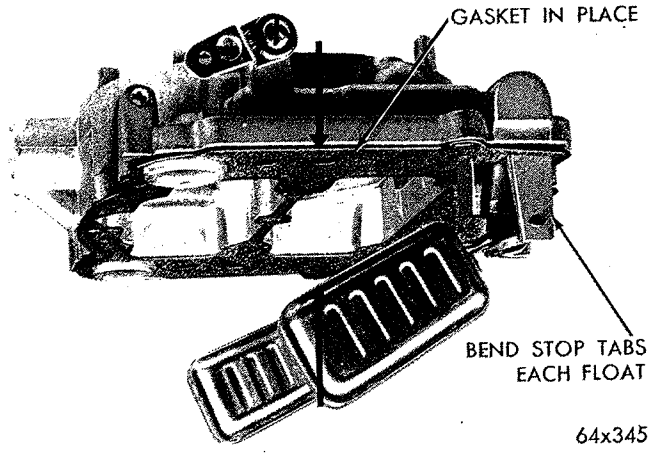

*Fig. 11—Checking Float Drop*
(1) Holding air horn in an upright position, measure distance from the top of floats (outer end) to the air horn gasket, as shown in (Fig. 11). This measurement should be ¾ inch. If an adjustment is necessary, bend the stop tabs on float levers until correct drop setting has been obtained. Bend tab toward the needle seat to lessen drop, or away from seat to increase drop.